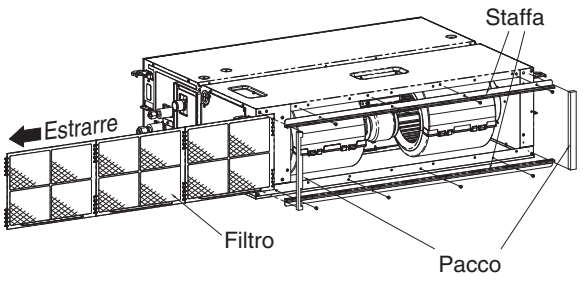

Fig. 3-15
(1) Per prima cosa estrarre un filtro nella direzione della scatola dell'apparecchiatura elettrica nell'unità. (Fig. 3-15)
(2) Rimuovere quindi il pacco tenute, la staffa e il filtro fissati al lato dell'apertura di aspirazione dell'aria. (Fig. 3-15)
(3) Installare il condotto (da procurarsi in loco).